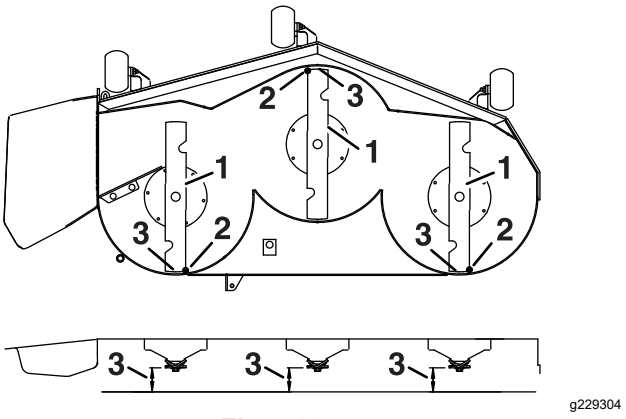

**Figur 82**
7. Sjekk knivnivået på langs (Figur 82). Påse at tuppen på den fremre kniven er lavere enn tuppen på den bakre kniven, som vist i tabellen for blokkhøyde og rake. Hvis det er nødvendig med justering, fortsett med denne prosedyren.